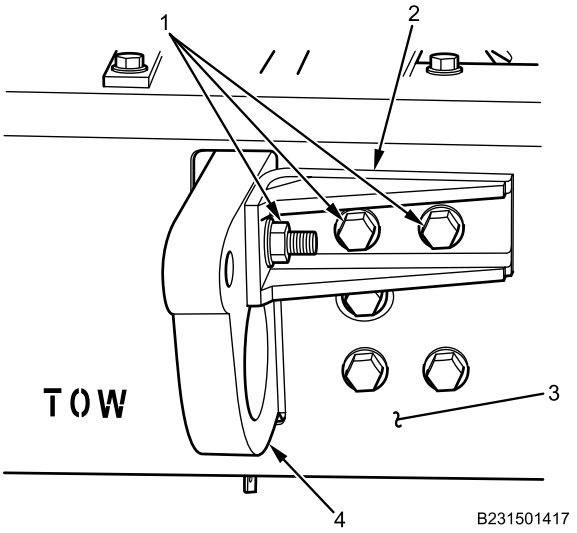

Figure 1. Right Front Towing Eye Brace.
1. Remove six bolts (Figure 1, Item 1) and two nuts from towing eye braces (Figure 1, Item 2).
2. Remove towing eye braces (Figure 1, Item 2) from bumper (Figure 1, Item 3) and towing eyes (Figure 1, Item 4).